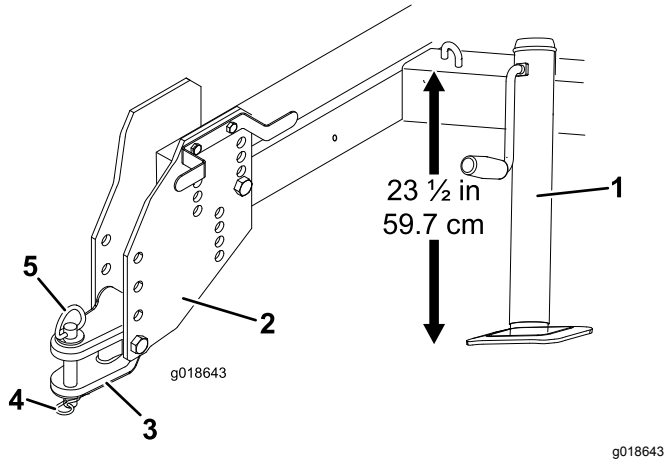

Figuur 3
3. Stel de krik zo af dat de afstand tussen de bovenkant van het frame en de grond 59,7 cm bedraagt (Figuur 3).
- Verwijder de bouten en borgmoeren waarmee de trekhaakkoppeling bevestigd is aan de koppelplaten (Figuur 3).
6. Bevestig de trekhaakkoppeling op de trekhaak van de tractie-eenheid; gebruik hierbij de koppelpen en de lynchpen (Figuur 3).